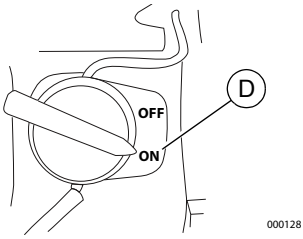

Figure 3-4.Interrupteur du moteur
5. Voir la ***Figure 3-4***. Placez l'interrupteur du moteur (D) à la position ON (marche).